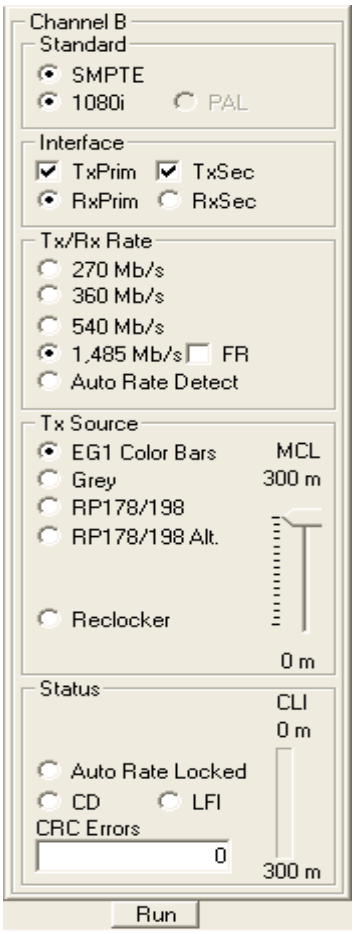

Figure 6-9. GUI Setting for Sample Test 3–Transmit HD-SDI Color Bars
8. Change the GUI settings according to *Figure 6-9*. For this setting, channel B is transmitting HD-SDI color bars only on the primary output.